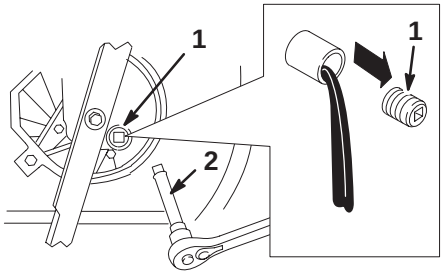

Figur 19
5. Ta bort oljepluggen, ställ gräsklipparen i körläge och låt oljan rinna ner i kärlet (figur 19).